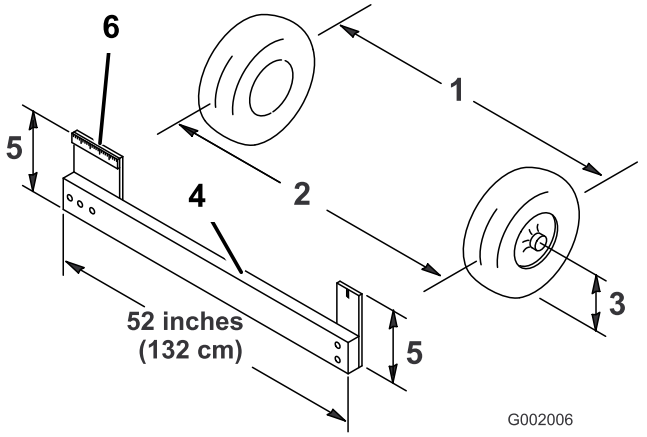

Figur 33
4. Mål afstanden mellem begge fordækkene ved akselhøjden ved både forsiden og bagsiden af fordækkene (Figur 33).
Bemærk: Der skal bruges en opspændingsanordning eller en justeringsmåler til målingen bag på fordækkene ved akselhøjde. Brug den samme opspændingsanordning eller justeringsmåler til at foretage en præcis måling foran på fordækkene ved akselhøjde (Figur 33).